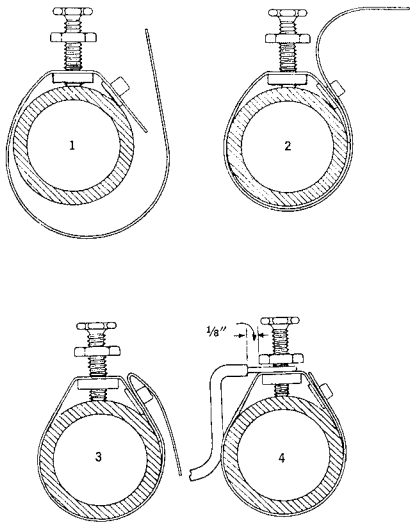
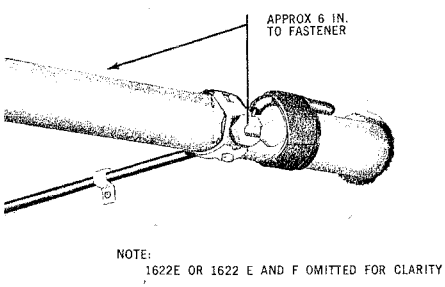

Fig. 21 — Station Ground Clamp Installation
Fig. 22 — Typical Ground Clamp Installation
5.14 The ground clamp (Fig. 21) should be located at an accessible point where it will not be subject to excessive movement or vibration and where it will least likely be damaged by plumbers or other workmen. If the pipe is insecure or subject to vibrations, tape the ground wire to the pipe in close proximity to the ground clamp. (Fig. 22).